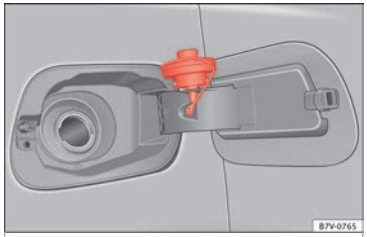

Fig. 159 Open tank flap with tank cap attached to the holder
- Unscrew the tank cap anticlockwise and insert it in the hole in the tank flap hinge ››› Fig. 159.